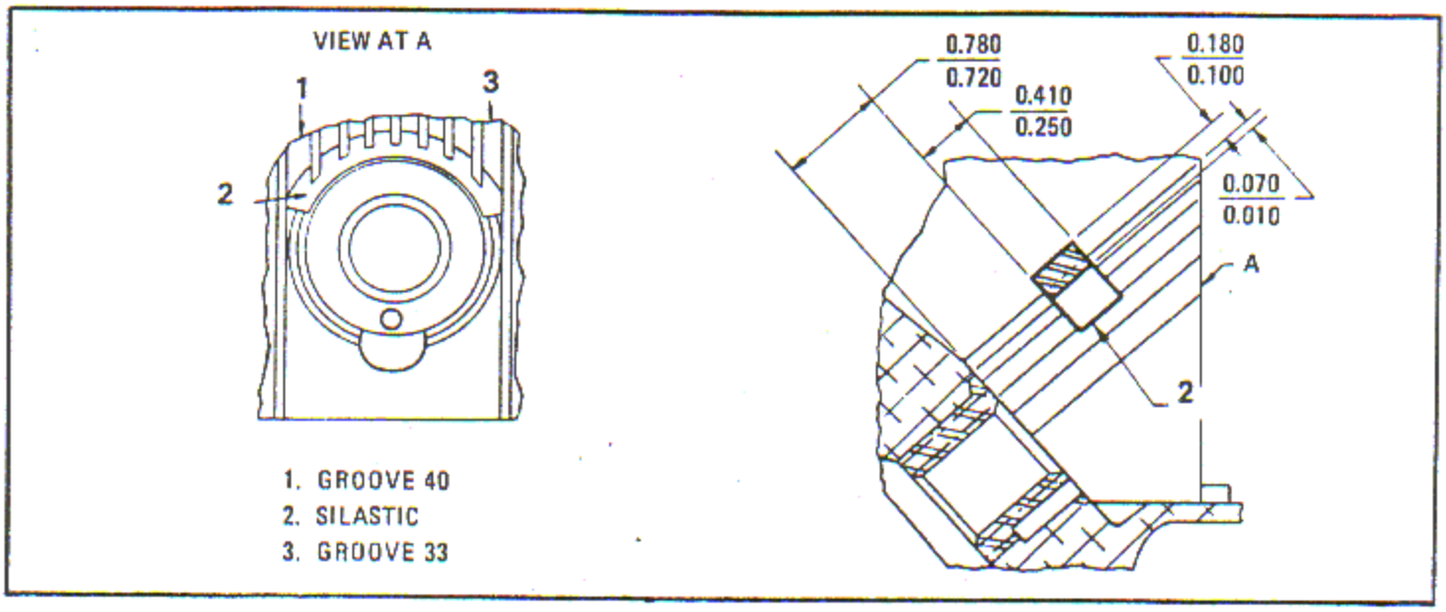

Figure 6-142. Silastic Fin Brace at Rear Spark Plug Location
a. Roll or press a previously prepared strip of silastic compound into fin grooves No. 33 through No. 40 inclusive at the rear spark plug counterbore. The strip is to be 0.350 - 0.410 inch wide, located 0.720 - 0.780 inch from the spark plug insert. Obtain a depth penetration of 0.100 - 0.180 inch into the fin grooves. The compound may protrude beyond the fin edges 0.010 - 0.070 inch. Apply all forming pressure on the wax paper backing. Cut off any surplus compound with a knife. See Figure 6-142.